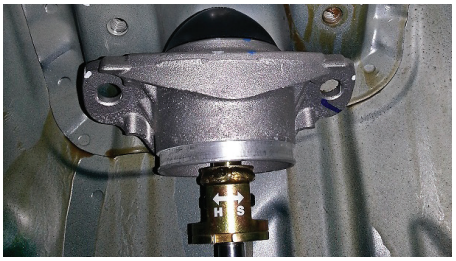

fig. 17
2. Apply the plastic cap to the top of the mount and reattach it to the vehicle chassis. Torque upper chassis bolts to 50Nm + 90 degrees (37 lb.-ft. + 90 degrees) (Fig. 17).